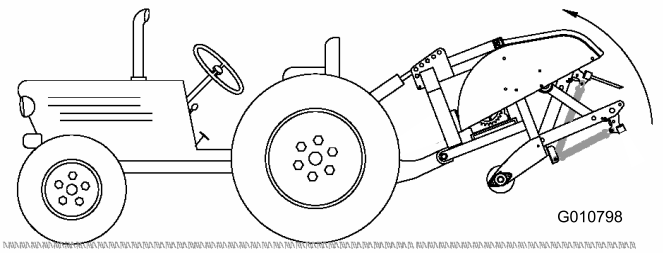

**Figur 12**
2. Höj upp luftaren så långt det går och dra in den hydrauliska topplänkens cylinder eller den övre länken (Figur 12).